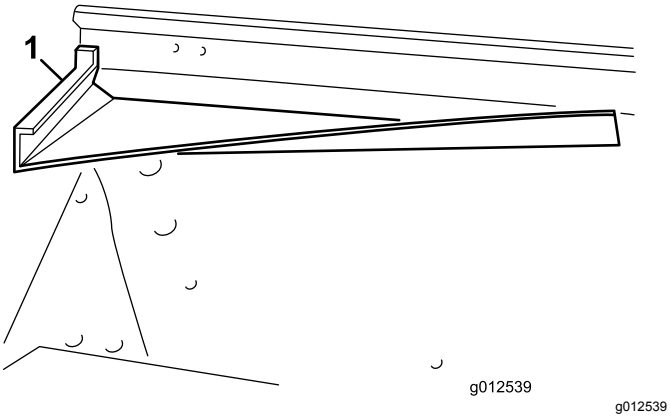
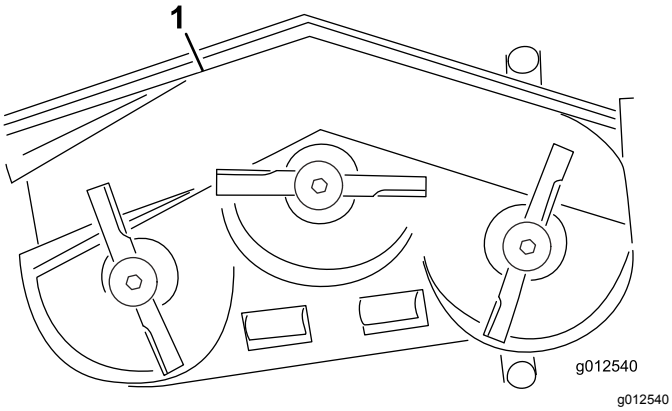
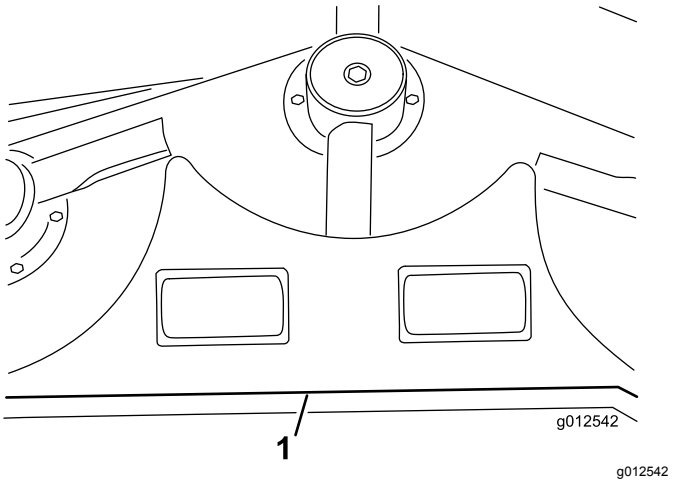
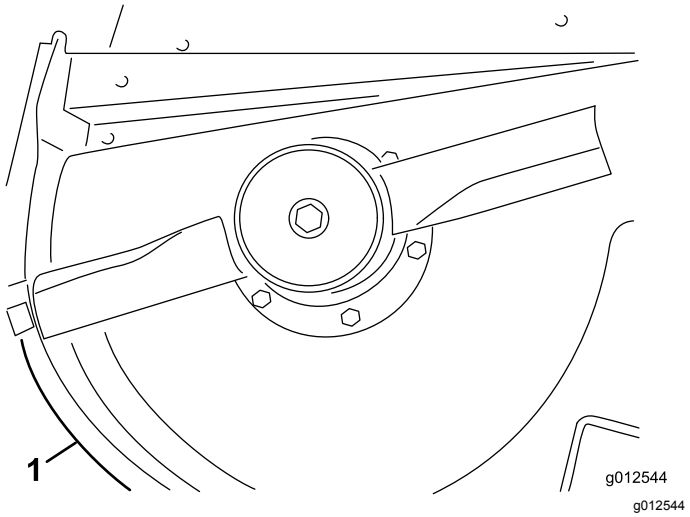

Figura 11
Figura 12
Figura 14
Figura 16
1. Inserte el deflector delantero en la carcasa alineando el extremo del deflector con el borde del orificio de descarga (Figura 11 y Figura 12).
8. Con los orificios existentes, monte la plataforma trasera a la carcasa con 4 pernos (⅜"-16 x 1") y arandelas de freno (⅜") (Figura 14).
9. Alinee la plataforma izquierda con el extremo izquierdo de la plataforma trasera y el borde de la carcasa (Figura 12 y Figura 14).
11. Alinee la plataforma derecha con el extremo derecho de la plataforma trasera y el borde de la carcasa (Figura 12 y Figura 16). Con la plataforma izquierda como plantilla, ubique, marque y perfore tres orificios de 9/32" de diámetro en la carcasa.